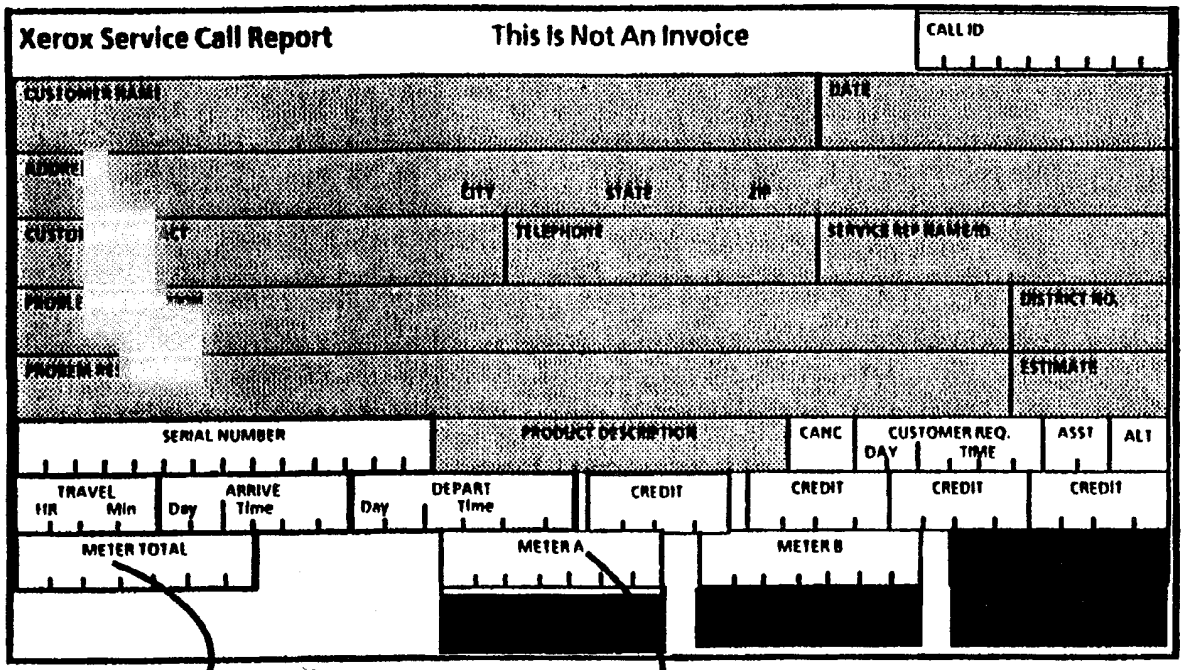

Рис.35. Запишите показания счётчика копий.
11. (Рис. 35 и 36): Запишите показания